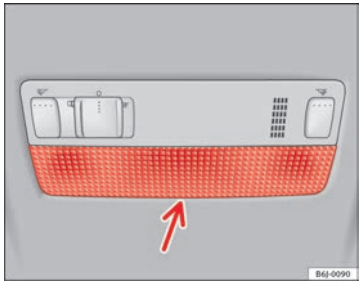

Fig. 170 Front reading light
– Insert a fine screwdriver between the casing and the glass ⇒ Fig. 170.